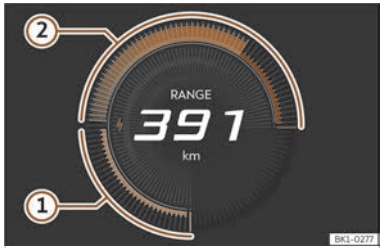

**Fig. 3** On the digital instrument cluster: power display (schematic representation).
Using circular segments, the power indicator permanently shows the availability of brake energy recuperation ››› **Fig. 3** ① (green) and the availability of propulsion ››› **Fig. 3** ② (blue).